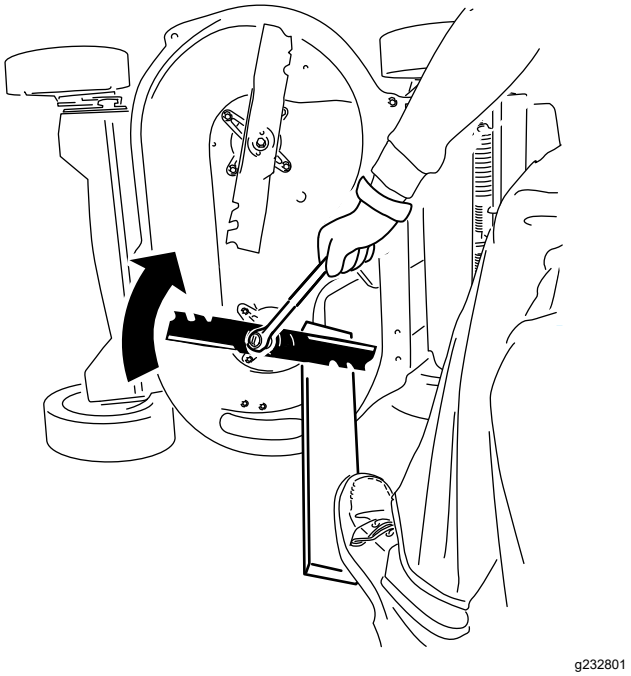

**Figure 38**
2. Immobilisez chaque lame à l'aide d'une planche et tournez le boulon de lame dans le sens horaire au moyen d'une clé dynamométrique comme montré à la Figure 38; serrez chaque boulon de lame à 82 N·m (60 pi-lb).